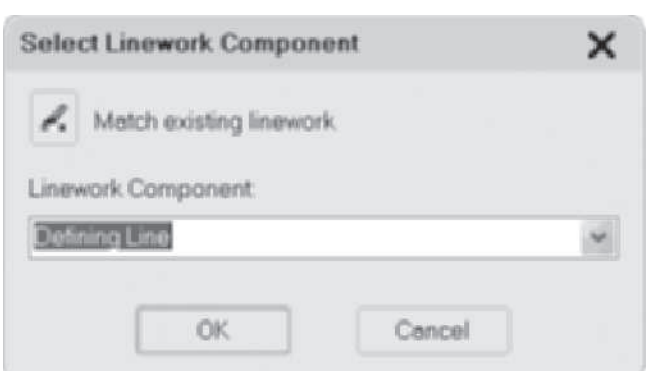

FIGURE 12.38 *Defining display component for a selected line*
8. Select an entity of the detail, right-click, and choose **Modify Component** to open the **Select Linework Component** dialog box as shown in Figure 12.38. Click the down arrow, choose **Defining Line**, the display component that was edited in step 4.